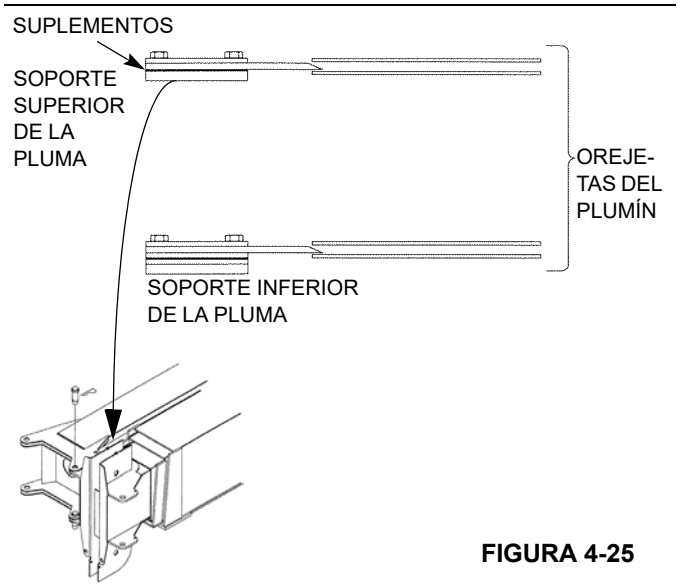

FIGURA 4-25
6. Retraiga la pluma lentamente hasta que las orejetas del plumín se encuentren dentro de 13 mm (0.50 pulg) de los conjuntos de orejetas de la primera sección de la pluma. Observe la alineación vertical de las orejetas del plumín y de los conjuntos de orejetas y añada o retire suplementos hasta que el plumín quede soportado por sus orejetas. El plumín típicamente reposa únicamente sobre el soporte superior, Figura 4-25.